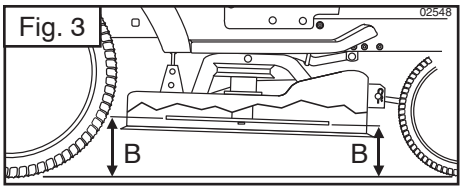
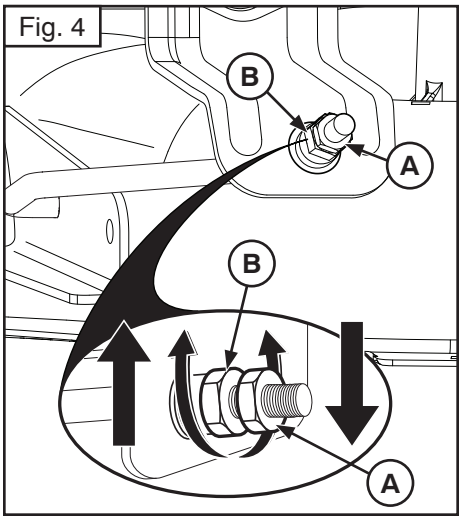

Fig. 3
Fig. 4
- Position any blade so the tip is pointing straight forward. Measure distance (B) to the ground at front and rear tip of the blade (Fig. 3).
- With a 3/4" or adjustable wrench, turn front link adjustment nut (B) clockwise (tighten) to raise the front of mower, or, counterclockwise (loosen) to lower the front mower (Fig. 4).
- Stellen Sie jede Klinge so, dass die Spitze geradeaus nach vorne zeigt. Messen Sie den Abstand (B) vom Boden zur vorderen und zur hinteren Spitze der Klinge (Fig. 3).
- Drehen Sie die Stellmutter (B) der vorderen Verbindung mit einem 3/4“ oder einem verstellbaren Schraubenschlüssel im Uhrzeigersinn (anziehen), um das Vorderteil des Mähers zu heben, bzw. gegen den Uhrzeigersinn (lockern), um es zu senken (Fig. 4).
- Placez les lames de façon à ce que la pointe soit orientée vers l'avant. Mesurez la distance (B) entre le sol et les pointes avant et arrière de la lame (Fig. 3).
- Avec une clé réglable ou de 11/6 pouce, desserrez le contre-écrou (A) de plusieurs tours pour libérer le contre-écrou B.
- Avec une clé de 3/4 de pouce ou une clé réglable, faites tourner l'écrou de réglage (B) de la connexion avant en sens horaire (serrage) pour faire monter l'avant de la tondeuse ou en sens antihoraire (desserrage) pour l'abaisser (Fig. 4).